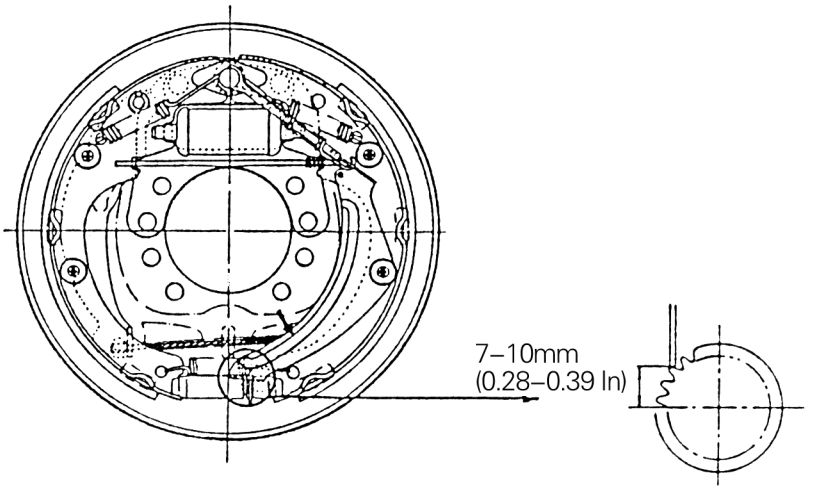

Fig. 8-26
(1) Make the brake shoe diameter approach the specified mounting size, and pull the adjusting lever with your finger along the arrow marks as shown in Fig.8-26 to turn the adjuster gear. When removing off your finger, the adjusting lever should return to its original position without rotation of the adjuster gear.
(2) If the adjuster fail to do the above operation when the adjusting lever is pulled, proceed with the following inspection:
b) Check to see if the adjusting lever and adjuster gear are correctly arranged. (See Fig.8-26 for 2 ton trucks and Fig.8-27 for 3 ton and 3.5 ton trucks) If necessary, replace them. Also check if the adjusting lever is in contact with the gear.